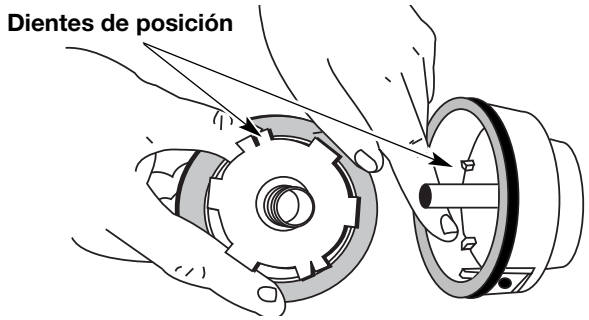

Fig. 14
5. Verifique el desgaste de los dientes de posición del carrete interior y bobina exterior (Fig. 14). Si es necesario, saque la rebaba o cambie el carrete y la bobina.